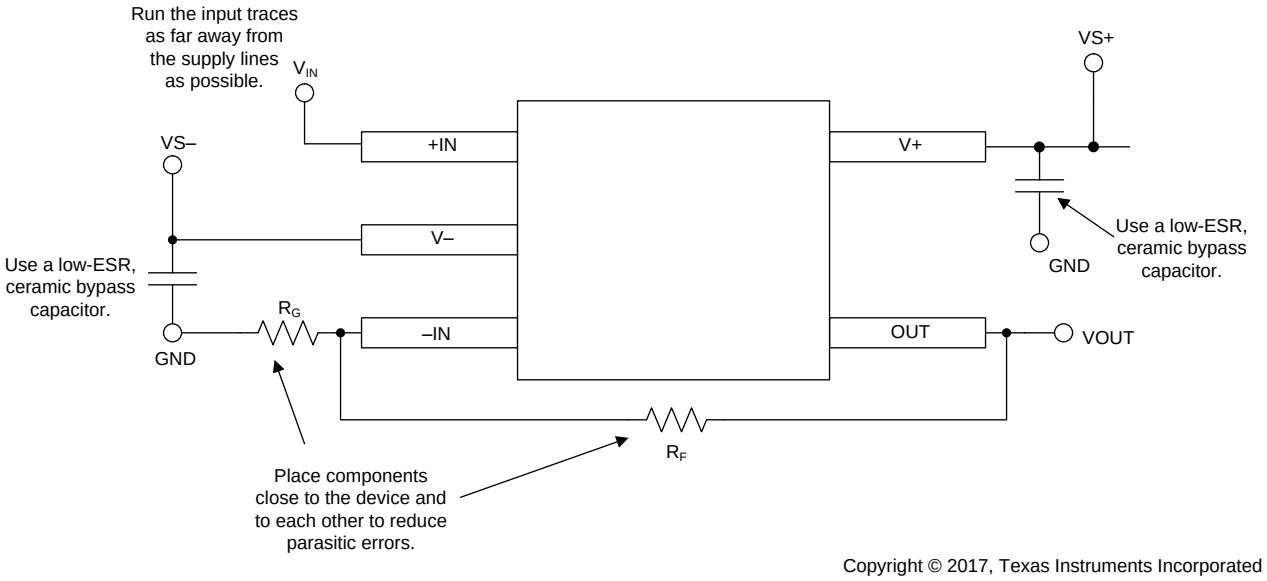

**图 25. 同相配置的运算放大器电路板布局**
- 外部组件的位置应尽量靠近器件。请让 $R_F$ 和 $R_G$ 接近反相输入，以便最大限度减小寄生电容（如图 25 中所示）。